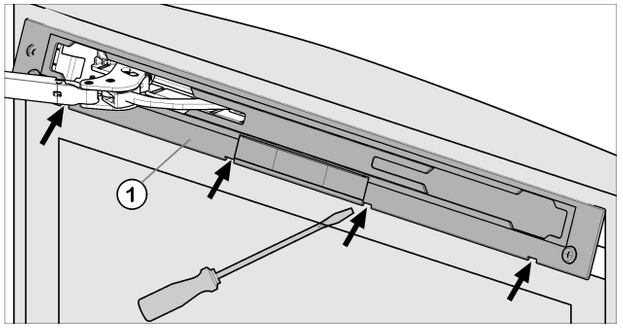

*Fig. 5*
▶ Déclipser le panneau *Fig. 5 (1)* à l'aide d'un tournevis à fente, puis le retirer.